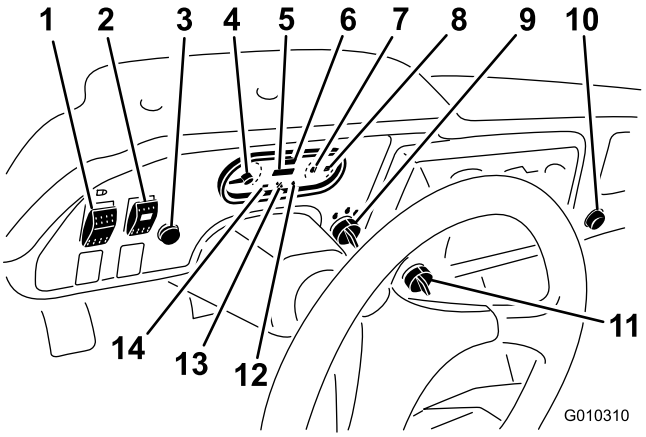
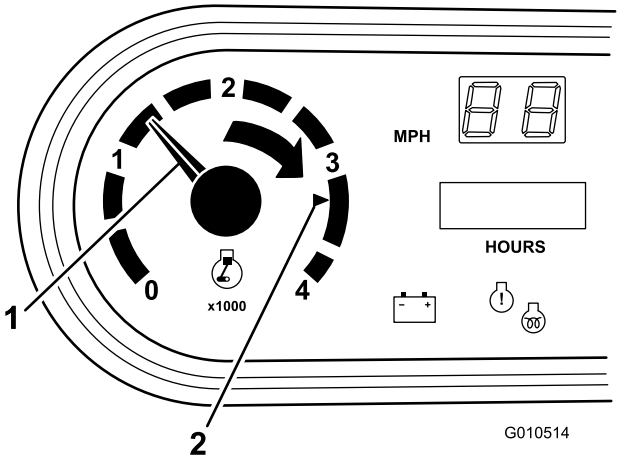

Figur 8
Figur 9
Startbrytaren sitter till höger om rattstången och under varningslamporna för batteri, motoroljetryck, motorkylvätskans temperatur och glödstiften (Figur 8). Använd startbrytaren för att starta och stänga av motorn. Tändningen har tre lägen: av, på och start. Vrid nyckeln medsols till det påslagna läget för att aktivera glödstiften. När glödstiftslampan släcks vrider du nyckeln motsols till startläget. Stäng av motorn genom att vrida nyckeln motsols till det avstängda läget.
Anger total tid som maskinen har använts. Timmätaren (Figur 8) startas när tändningsnyckeln vrids till det påslagna läget (ON) eller om motorn går.
Om du sätter omkopplaren (Figur 8) i lågväxelläget och tar ut nyckeln är treans växel spärrad i högväxelläget. Motorn stängs av om växelväljaren läggs i trean när högväxelläget är valt. Nyckeln kan tas ut i valfritt läge.
Använd denna omkopplare (Figur 8) för att slå på och av strålkastarna.
Varningslampan för oljetryck (Figur 8) tänds om motorns oljetryck sjunker till under en säker nivå när motorn är igång. Om lampan blinkar eller lyser med ett fast sken måste du stanna fordonet, stänga av motorn och kontrollera oljenivån. Om oljenivån är låg men oljetryckslampan fortfarande lyser
Glödstiftslampan (Figur 8) lyser röd när glödstiften har aktiverats.
Visar kylvätsketemperaturen för motorn. Fungerar bara när startbrytaren är i På-läget (Figur 8). Den röda indikatorlampan tänds och blinkar om motorn överhettas.
Tänds när batteriet är urladdat. Om lampan tänds under körning ska du stanna maskinen. Stäng av motorn och försök att hitta orsaken till felet, t.ex. generatorremmen (Figur 8).
Bränslemätaren visar hur mycket bränsle som finns i tanken. Den fungerar bara när startbrytaren är i På-läget/förvärmningsläget (Figur 8). Röd lampa betyder att bränslenivån är låg och blinkande röd lampa betyder att tanken nästan är tom.
Vrid på brytaren för att aktivera hydrauliken med högt flöde (Figur 8).
Tryck på signalhornsknappen för att aktivera signalhornet (Figur 8).
Varvräknaren registrerar motorns varvtal (Figur 8 och Figur 9). En vit triangel visar önskat varvtal för körning med kraftuttag (Figur 9).
Registrerar maskinens hastighet (Figur 8). Hastighetsmätaren anger mph (miles/h) men kan enkelt växlas till visning i km/tim. Se Växla hastighetsmätare (sida 51).
Använd kraftuttaget (Figur 8) för att driva extra elutrustning på 12 V.